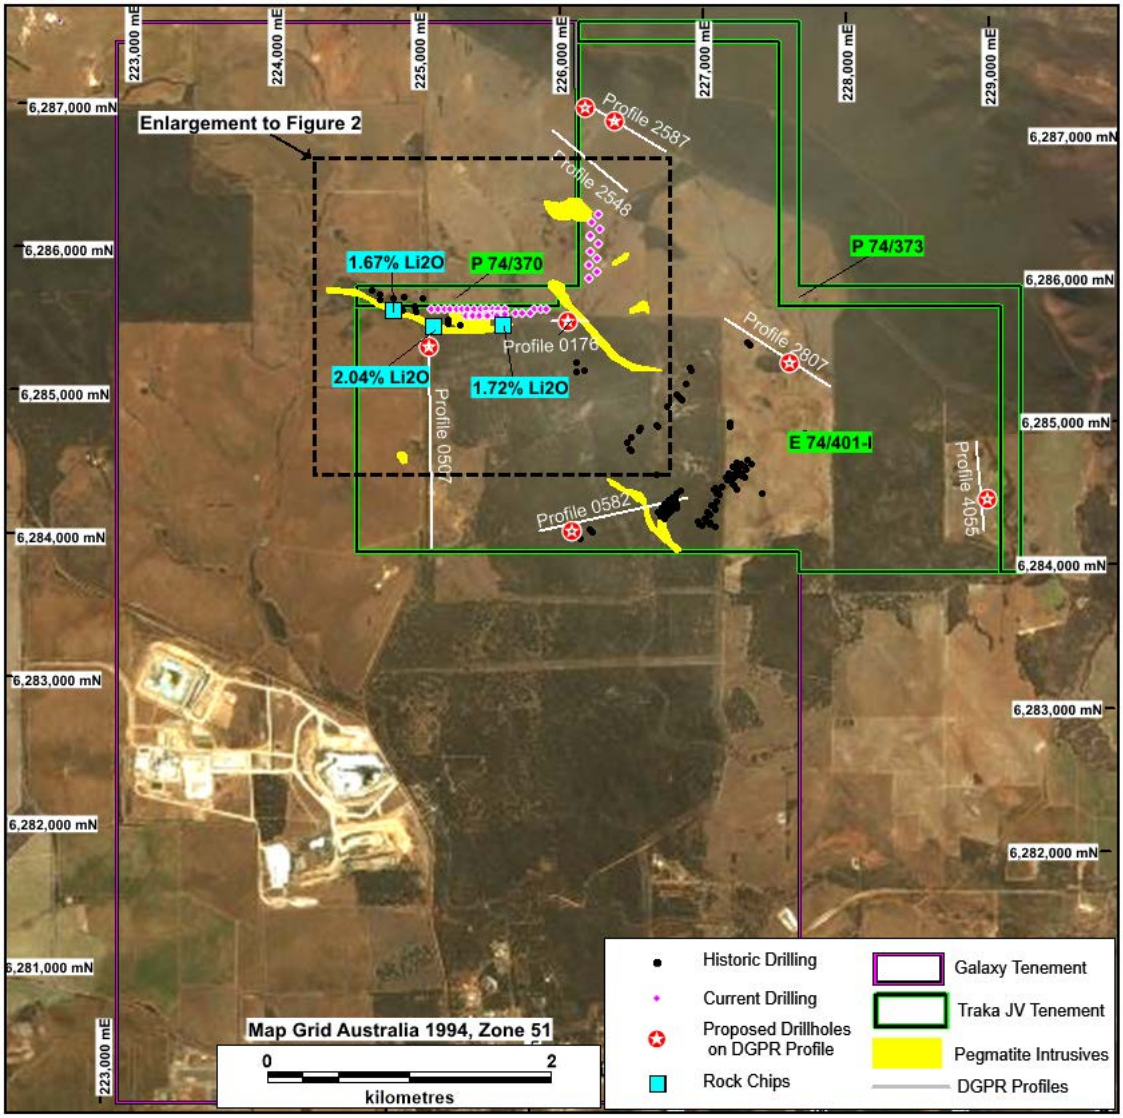

Figure 1. Image showing Traka's JV interest north-east of the Mt Cattlin Mine and key geological information.
Drilling undertaken to date comprised 42 Reverse Circulation (RC) holes for a total of 4,153 metres on two traverses in the north-east portion of the JV tenements (Figure1, Table 1). This drilling was reconnaissance in nature but started in an area where geological mapping, rock-chip sampling and historic drilling highlighted the presence of lithium bearing pegmatites (1).